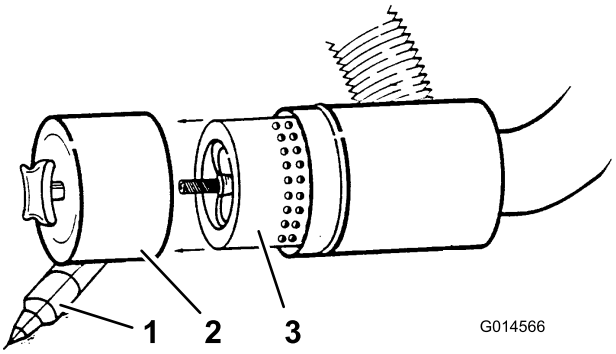

Figur 35
4. Ta ut og skift ut filteret (Figur 35).